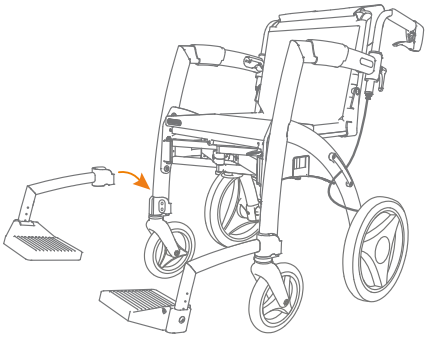

Abbildung 39: Platzieren Sie die Fußstützen.
e. Die Fußstützen befinden sich in der Rollstuhltasche. Diese platzieren Sie in den Fußstützenhaltern an der Vorderseite des Rollz Motion, indem Sie die Fußstützen von der Oberseite der Fußstützenhalter herunter gleiten lassen (Abbildung 39). Die Fußstützen gleiten nicht sanft über die Fußstützenhalter? Dann wenden Sie keine Gewalt an. Schieben Sie diese wieder nach oben und versuchen Sie es noch einmal.